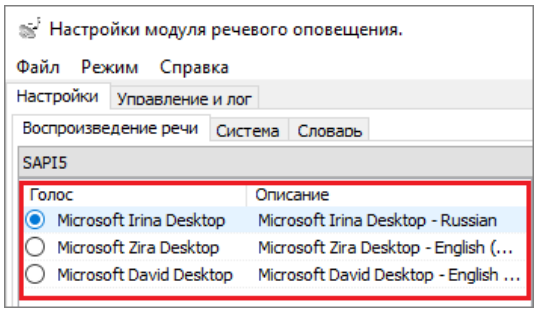

Рисунок 8-178 Выбор голоса для речевого оповещения
- голос для оповещения (см. Рисунок 8-178);